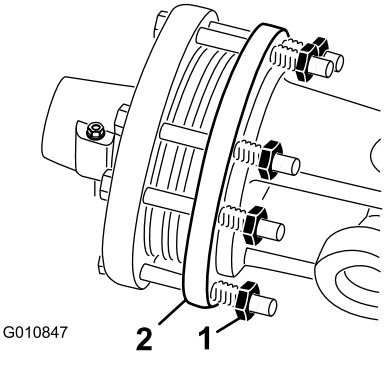

**Figur 49**
1. For hver sesongslutt skrur du hver av clutchmutterne to omdreininger tilbake (Figur 49).